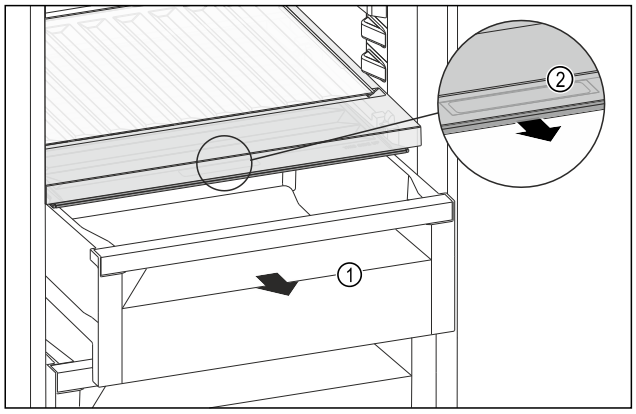

Fig. 232
▶ Pull out the drawer *Fig. 232 (1)*.
▶ Grasp the recessed grip *Fig. 232 (2)* on the compartment lid and pull the compartment lid forwards at the same time.